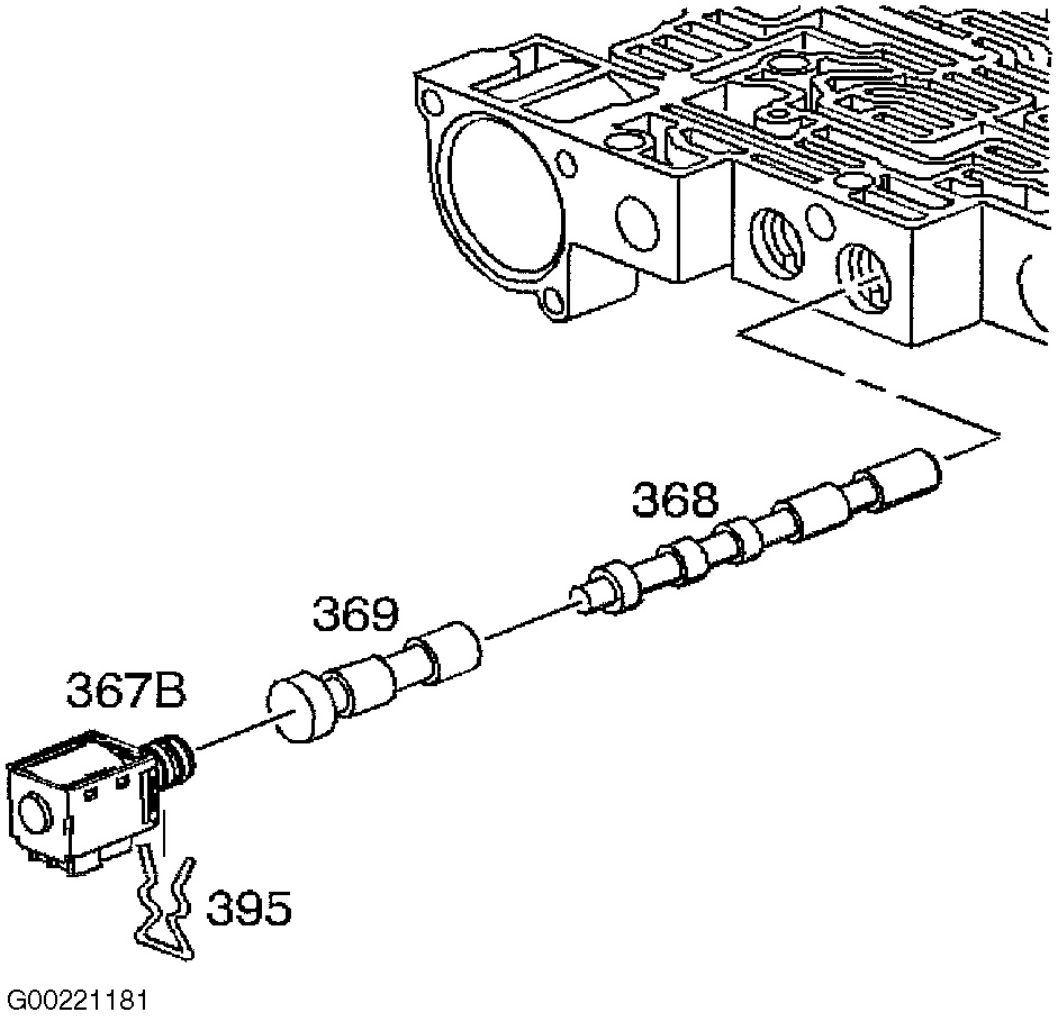

Fig. 65: Removing/Installing 2-3 Shift Solenoid Assembly
4. Remove the solenoid retainer (395) and the 2-3 shift solenoid (367B). Remove the 2-3 shuttle valve (369) and the 2-3 shift valve (368). See **Fig. 65** .